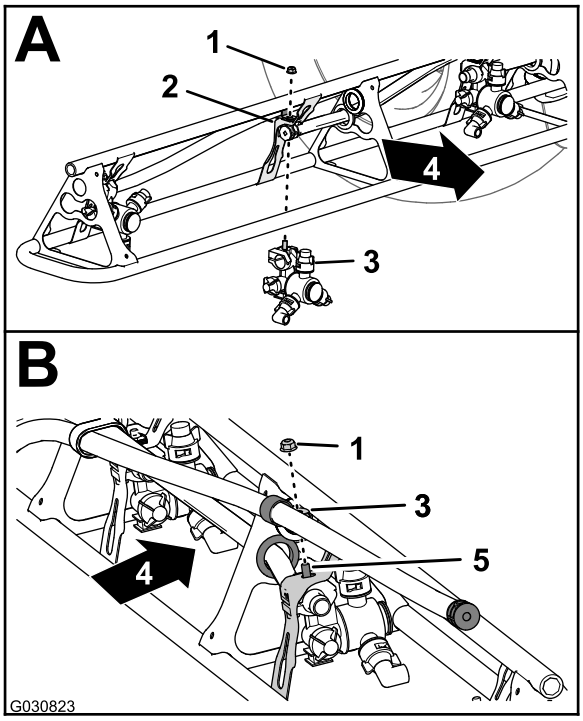

Figur 130
- Ved dyseposisjon 1 og 4, monter sprederdysen til dysefestet (A i Figur 130) med flenslåsemutteren (5/16 tomme) som du fjernet i trinn 2 av Fjerne sprederdysene fra de ytre sprederseksjonene (side 51).
- Ved dyseposisjon 2 og 3, monter sprederdysen til dysefestet (A og B i Figur 130) med flenslåsemutteren (5/16 tomme) som du fjernet i trinn 2 av Fjerne sprederdysene fra de ytre sprederseksjonene (side 51).